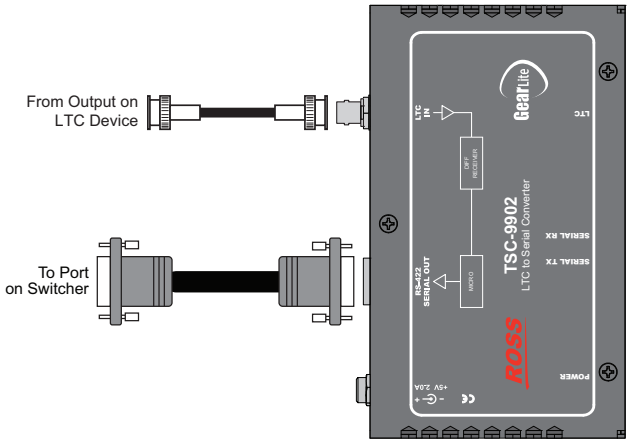

Figure 5.1 TSC-9902 Cabling — LTC Device to Production Switcher
2. Connect and secure the **9-Pin**, **Male** end of the **Interface Cable** to the **RS-422 Serial** port on the TSC-9902 (**Figure 5.1**).